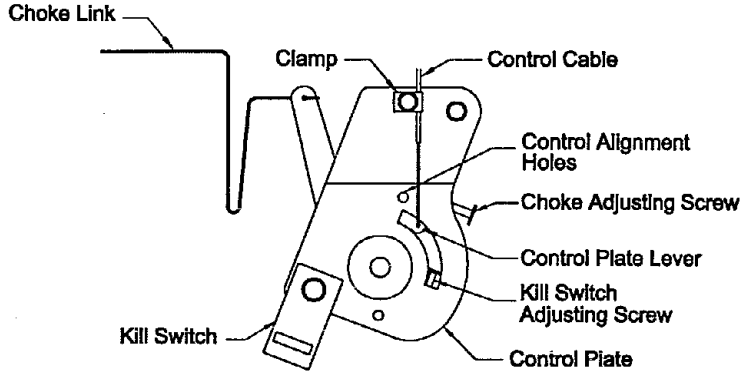

**FIG 2**
b) Loosen clamp on engine control plate (See Figures 2 & 3). Attach inner wire of the throttle cable to the control plate lever and position cable under cable clamp, ***do not*** tighten clamp.